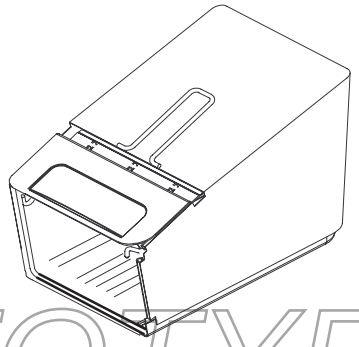

Bild 6
2. Achten Sie darauf, dass sich die Seiten der Grasfangkorbunterseite **innen** am Korbrahmen befinden, siehe Bild 6.